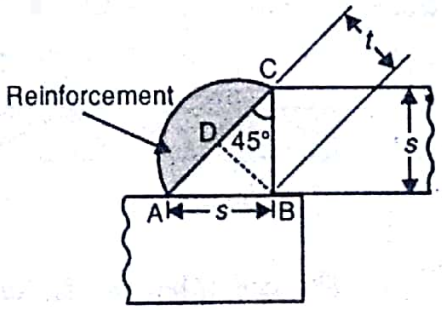

Fig. 15.2
1. *Fillet joint or lap joint.* The fillet joint or lap joint is obtained by overlapping the parts to be connected and then welding the edges of the parts. The section of the fillet weld for design purposes is taken as an isosceles right angled triangle as shown in Fig. 15.2. The length of each side is known as *leg* or *size of weld* (s) and the perpendicular distance of the hypotenuse from the intersection of the legs (*i.e.* BD) is known as *throat thickness* (t).
the throat thickness and the length of weld. The fillet welds are designed for the shear stress at the minimum section *i.e.* throat of weld. From Fig. 15.2, we find that throat thickness,